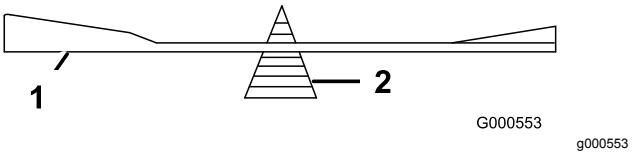

Figuur 109
2. Controleer de balans van het mes met een mesbalans (Figuur 109).